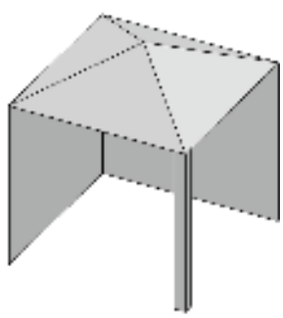
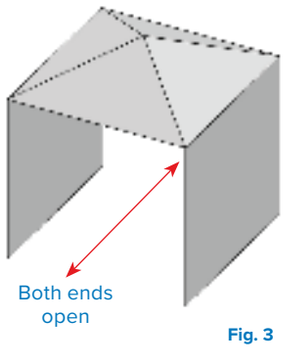

Fig. 2
Fig. 3
- The sidewalls may be parallel, as in a breezeway, or at right angles to each other. **(Fig 2 & Fig 3)**